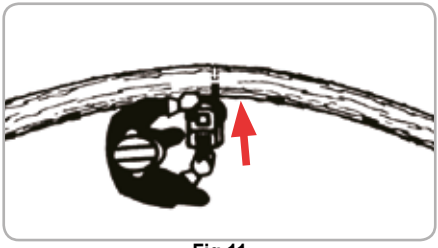

Fig.11
**Înlăturarea copacilor căzuți (fig.11):**